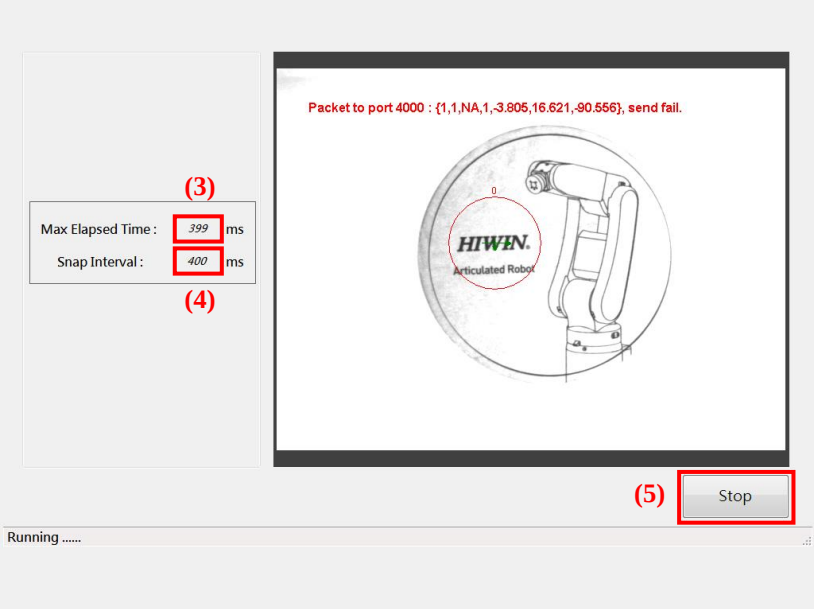

Figure 9-4 Conveyor tracking pick and place test run
(3). In Figure 9-4, the vision system will automatically perform a continuous identification test and update the maximum identification time so far.